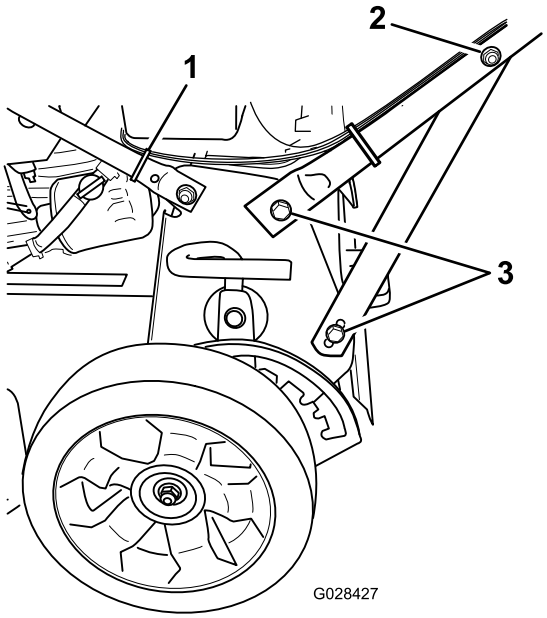

Figura 5
4. Serrate i dispositivi di fissaggio che sostengono la stegola su entrambi i lati della macchina, come illustrato nella Figura 5.
2. Dado sulla staffa di supporto della stegola (2)
3. Bullone (4)
5. Montate una fascetta per cavi per fissare i cavi alla stegola inferiore, nel punto illustrato nella Figura 5 e tagliate via il materiale in eccesso dalla fascetta.